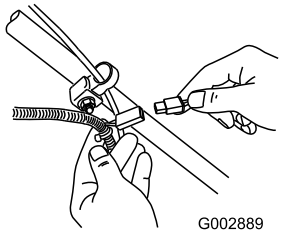

Figur 31
1. 1. Koble laderen til maskinens ledningsfastspenner som sitter under tenningsnøkkelen (Figur 31).